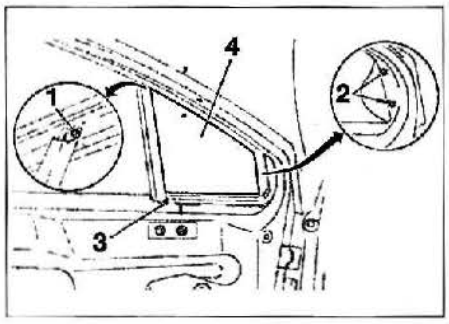

FIG. 48
- Taladrar el remache (1) **(fig. 48)**
- Desmontar los tornillos de fijación (2) y (3).
- Extraer la luna delantera de custodia (4).